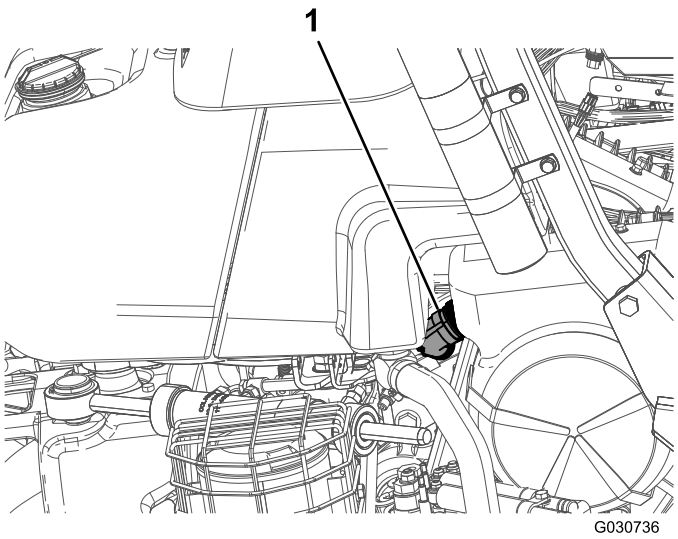

Figur 3
10. Koppla loss pluggen från generatorn nära motorn (Figur 3).